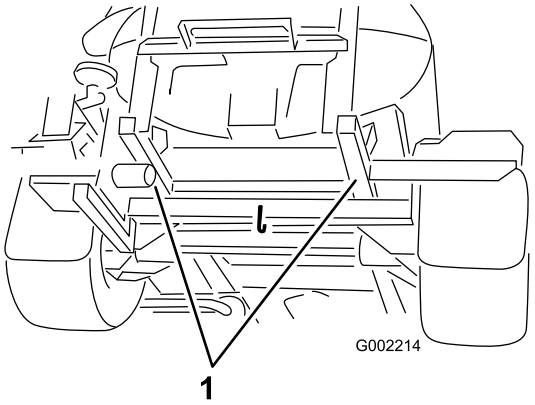

Figure 27
2. Affix a tow line to the frame. Refer to the front and rear towing points in Figure 26and Figure 27.